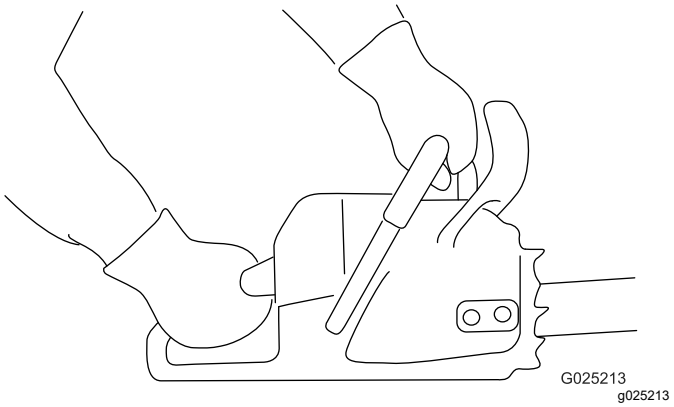

**Figur 11**
1. Tag fat i kædesaven med to hænder, med venstre hånd på det forreste håndtag og højre hånd på det bageste håndtag som vist i Figur 11.
1. Tag fat om kædesaven som vist i Figur 11.
3. Tag fat om kædesaven som vist i (Figur 11).